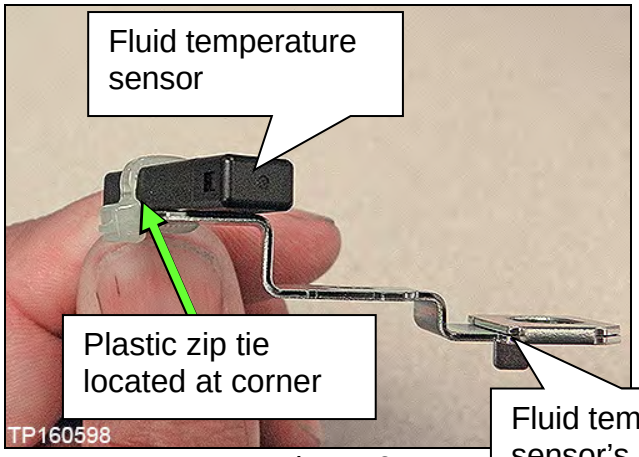
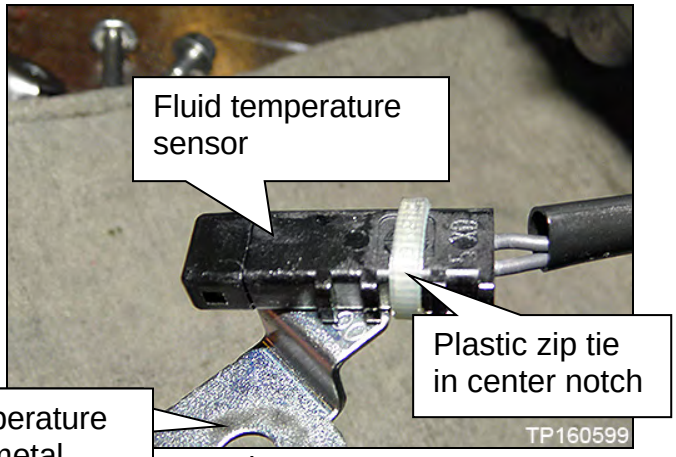

Figure 6J
Figure 7J
a. Cut the old plastic zip tie with an appropriate tool to remove the fluid temperature sensor's metal bracket from the terminal harness assembly (Figure 6J and Figure 7J).
- Locate the plastic zip tie at the center notch of three notches on the fluid temperature sensor (Figure 7J).
- Tighten the plastic zip tie so that it is oriented as shown in Figure 6J.